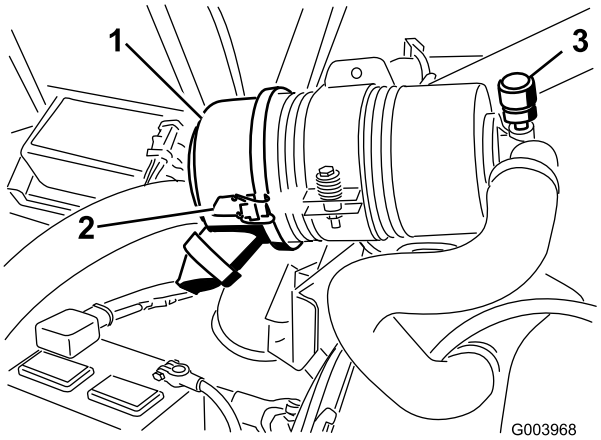

**Figura 52**
Revise el filtro del limpiador de aire únicamente cuando el indicador de mantenimiento (Figura 52) lo requiera. El cambiar el filtro antes de que sea necesario sólo aumenta la posibilidad de que entre suciedad en el motor al retirar el filtro.
1. Abra los enganches que sujetan la tapa del limpiador de aire a la carcasa del limpiador de aire (Figura 52).